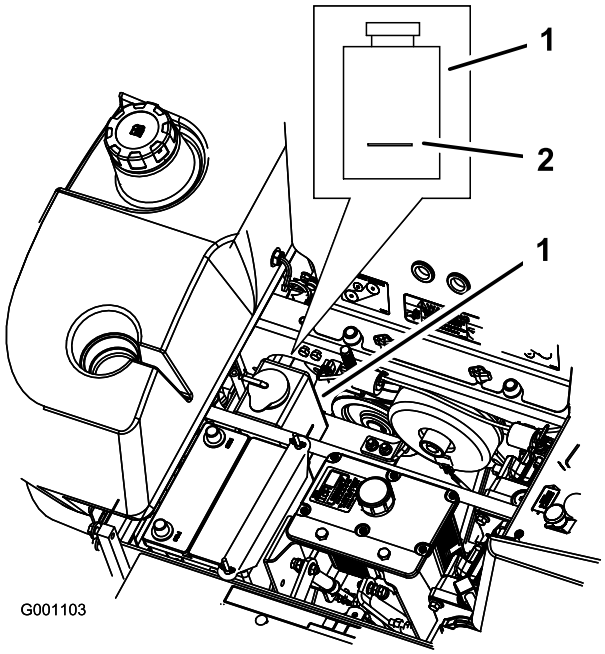

Figur 47
3. Kontroller, at motorkølervæsken ikke løber over. Væskestanden skal nå op til mærket på beholderens yderside (Figur 47).
4. Hvis kølervæskestanden er lav, skal du tilføre en 50/50-blanding af antifrostopløsning med forlænget levetid/Dex-Cool® og vand i beholderen (Figur 47).
5. Hæld 50/50-kølervæskeblandingen i beholderen, og fyld op til indikatorlinjen på beholderen (Figur 47).